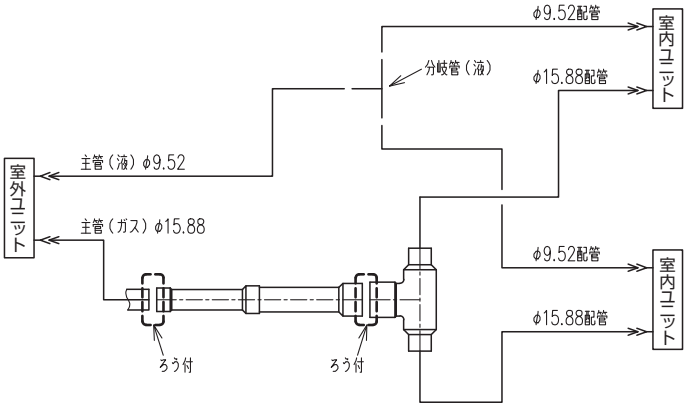

図5
●図5のように分岐管セット（DIS−WB1G,DIS−TB1G）のガス側配管に付属配管②をろう付し、主管と接続してください。